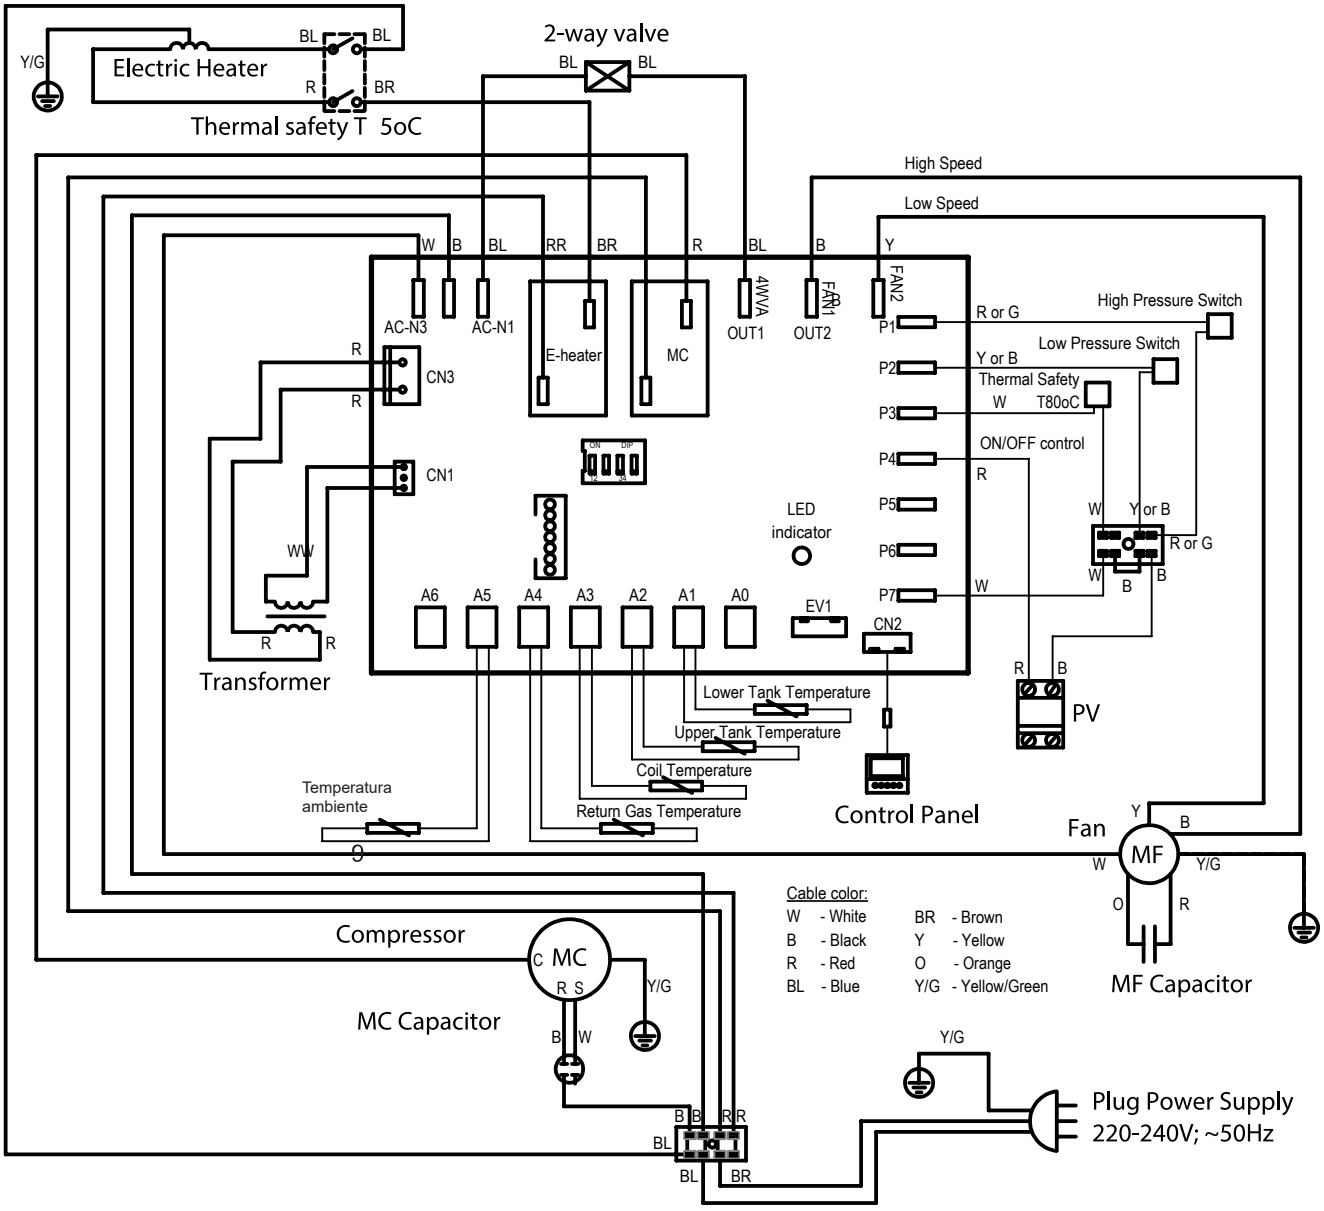

fig. 23
9.1. Esquema de cablagem. (Fig. 23) e Circuito frigorífico. (Fig. 23a)
Um sinal ON/OFF deve ser transmitido por fio, da unidade de controlo do sistema FV para a placa eletrónica principal da bomba de calor AQS. O fio deve estar ligado a contactos livres, designados "FV" *(Fig. 23)*, situados na placa eletrónica principal.
O contacto FV *(Fig. 23)* deve ser ligado ao sistema FV. A lógica da função FV é a seguinte: